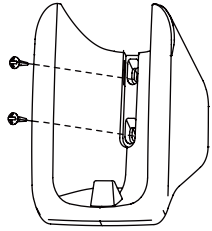

Рисунок 2.3
1) Винтами (принадлежности) зафиксируйте и закрепите монтажную скобу пульта ДУ в устойчивом положении (см. Рисунок 2.3); Обязательно ознакомьтесь с разделом «1. Техника безопасности при монтаже» при определении места для монтажа.